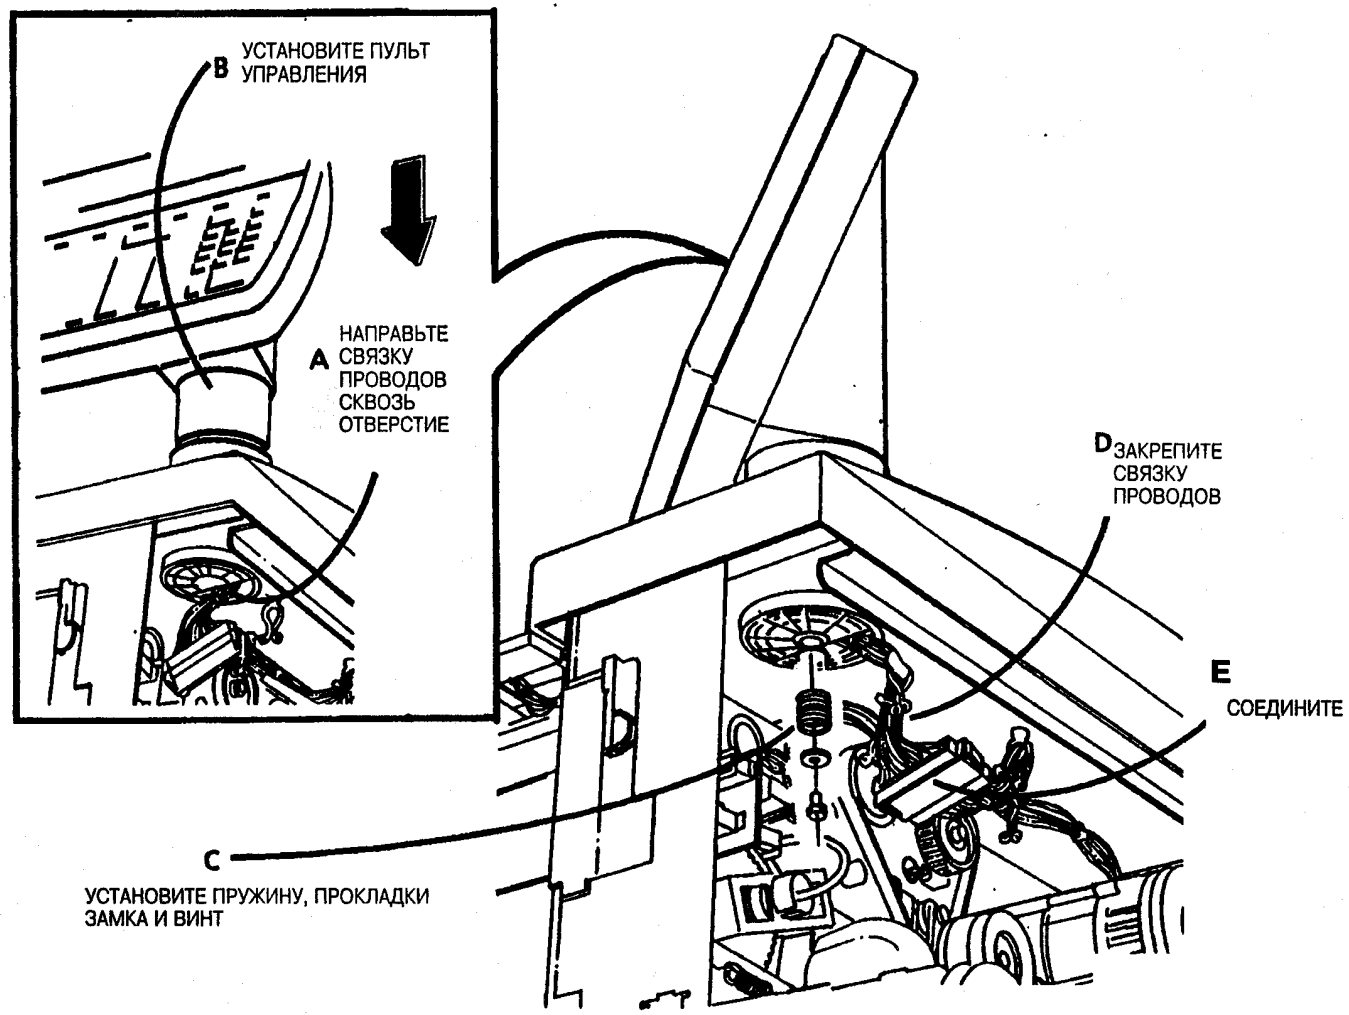

Рис. 27. Установите пульт управления
35. (Рис. 27): Установите пульт управления.